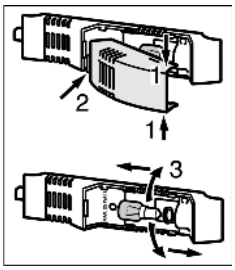

Fig. 31
▶ Возьмитесь за крышку лампы сверху и снизу *Fig. 31 (1)*.
▶ Выведите крышку лампы сзади из зацепления и снимите *Fig. 31 (2)*.
▶ Замените лампу накаливания *Fig. 31 (3)*.